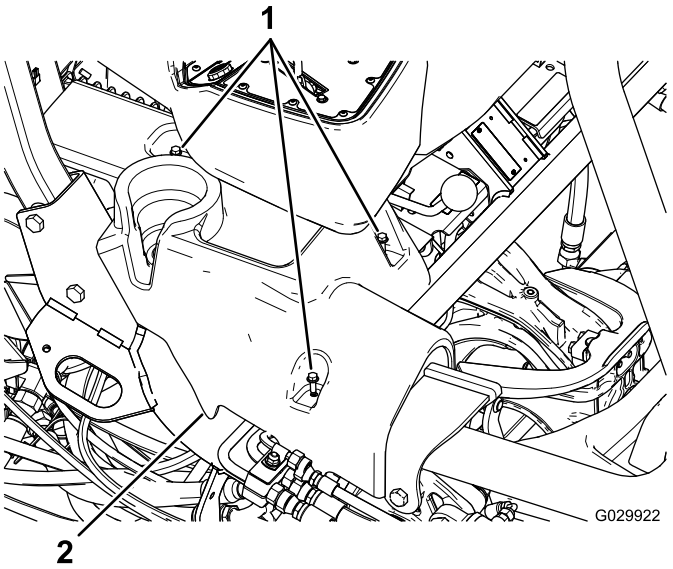

Figura 1
4. Retire los pernos con arandela prensada que sujetan las consolas derecha e izquierda, y retire las consolas (Figura 1).